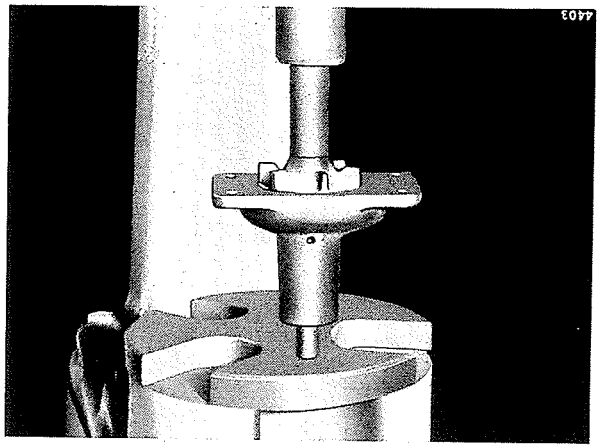

Bild 232
Die Wasserpumpenwelle (12) mit Lager (4), Rundschnurring (5) und vorderen Abstandring (3) einführen und mit Seegerring (2) sichern. Das Flügelrad (7) mit Packung (10) so auf die Welle (12) aufpressen, daß das Flügelrad mit der Welle abschneidet, Bild 232.